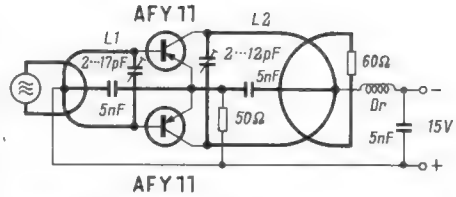

*Bild 2. Rauscharmer Verstärker für 200 MHz*
*Bild 2* zeigt einen Gegentakt-Verstärker für 200 mW Ausgangsleistung. Er erfordert eine Steuerleistung von 20 mW, der Oszillator nach Bild 1 reicht also dazu vollständig aus. Der Wirkungsgrad beträgt 65 % bei f = 200 MHz. Die Spulensätze L 1 und L 2 sind so gezeichnet, wie sie im praktischen Aufbau ausgeführt werden müssen.